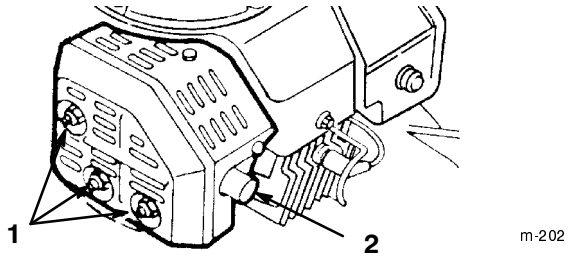

Figure 35
3. Use a hardwood scraper to remove the carbon from the end of the muffler pipe (Fig. 35).
4. Remove the screw, two nuts, and two lockwashers (Fig. 35).